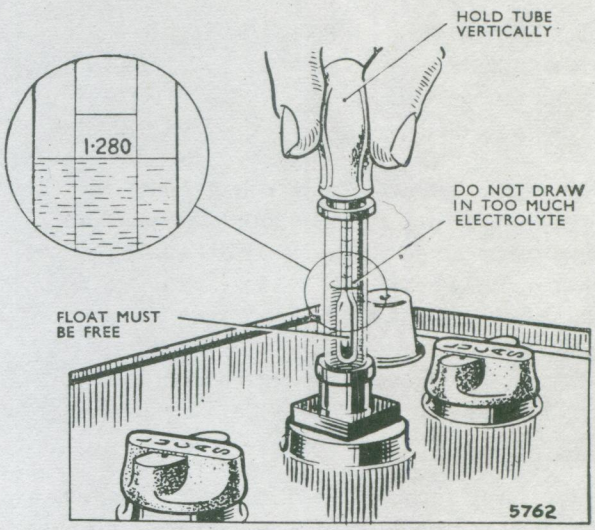

Fig. 1. *Taking hydrometer readings—take readings at eye level*
6. Measure the specific gravity of the electrolyte, in each cell in turn, with a hydrometer (Refer Fig. 1). The reading given by each cell should be approximately the same; if one cell differs appreciably from the others, an internal fault in the cell is indicated.